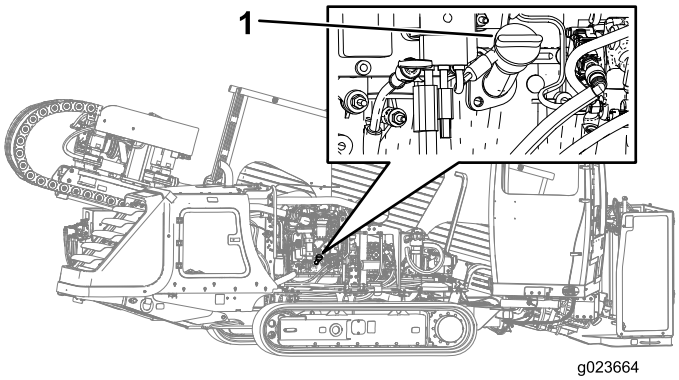

Figure 122
A. Remove the fill cap (Figure 122) and add oil until the level reaches the High mark. **Do not overfill.**